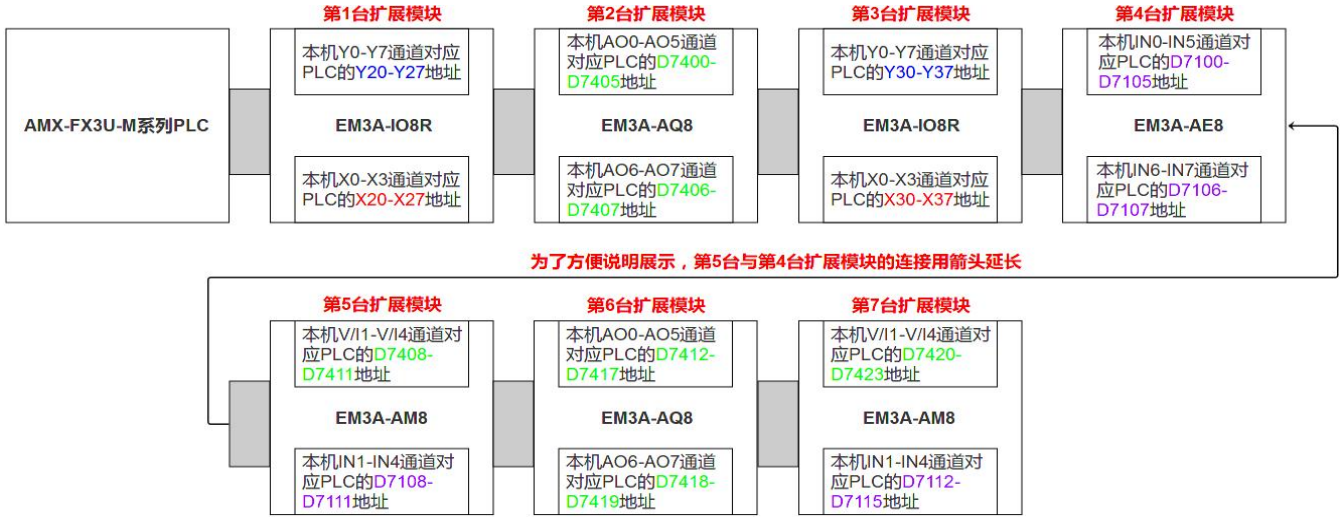

图 8.3.1 EM3A 扩展模块地址映射案例
地址映射案例如图 8.3.1 所示：
注：对于 EM3A-AM8 模块的模拟量输出，相同通道号的电压/电流使用同一个 PLC 地址，如图 8.3.1 中第 5 台扩展模块，D7408 地址的数值大小，同时决定了 V1、I1 模拟量输出大小
***1. 与 PLC 扩展口直接连接的为第 1 台，可参考图 8.3.1**